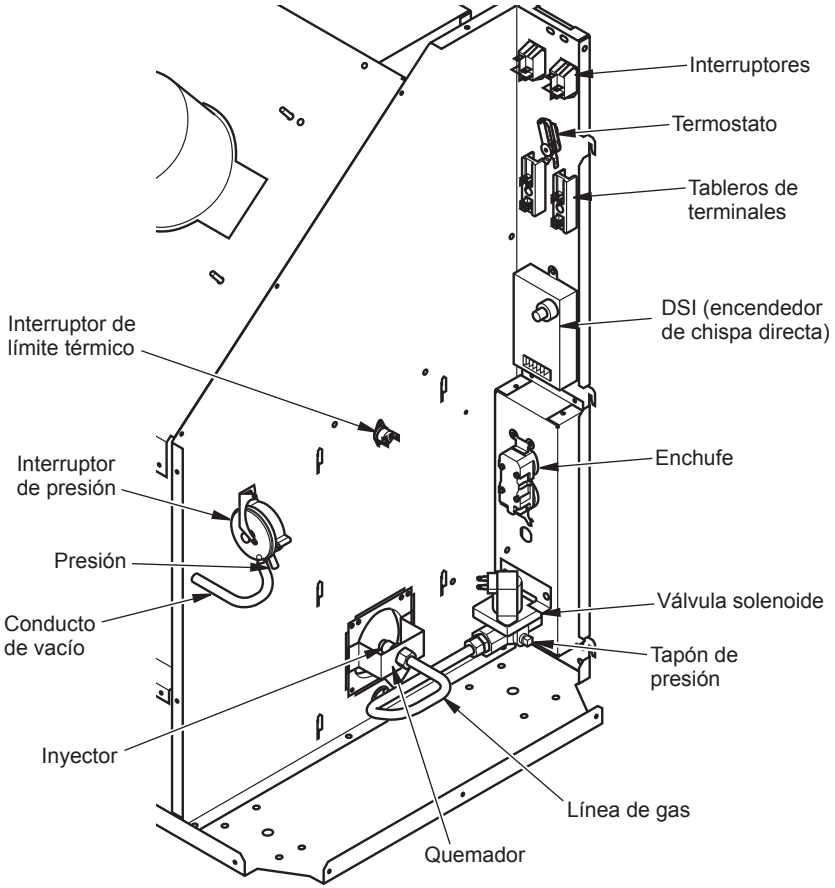

Figura 15 - Piezas del calentador de carpas
2. Localice el tapón de presión en la válvula solenoide y quítelo (conserve el tapón para volverlo a instalar). Consulte la figura 15, en la página 17.